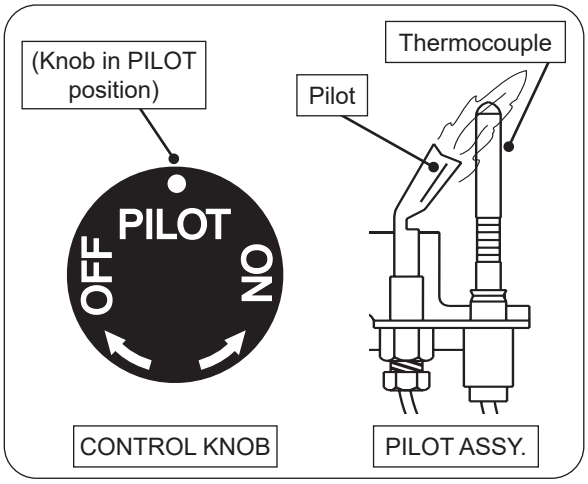

Fig. 23-1 Pilot lighting
3. Locate the pilot assembly on the side or the rear of the burner pan (see Fig. 23-1).
4. Turn the control knob counterclockwise to **PILOT**. Push the knob **firmly and fully** in and hold. Hold a lighted long-stem match/ long-necked butane lighter near the thermocouple to light the pilot.Continue to hold the knob in for about one (1) minute after the pilot is lit. Release the knob and it will pop back out. The pilot will remain lit. See Fig. 23-1. If it goes out, repeat steps 2-4.